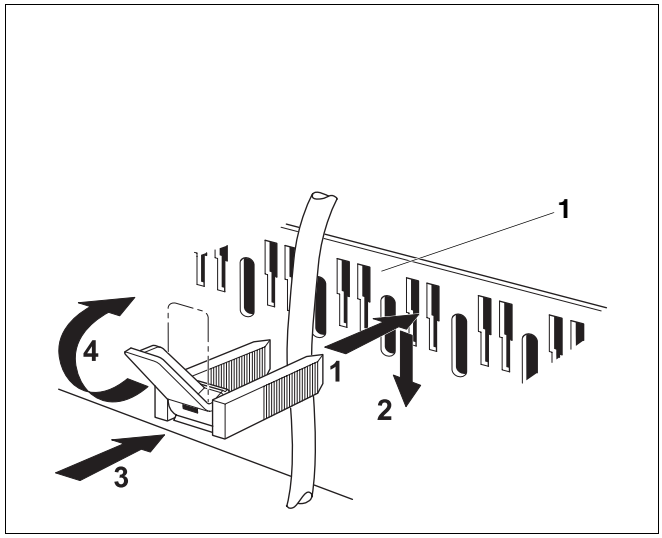

Rys. 13 Przymocowanie przewodów opaskami
- Włożyć obejmę z ułożonym przewodem od góry w wycięcie ramy (rys. 13, **poz. 1**); dźwigienka musi być przy tym skierowana do góry (rys. 13, krok **1**).
- Obejmę kabla przesunąć do dołu (rys. 13, krok **2**).
- Docisnąć obejmę (rys. 13, krok **3**).
- Przełożyć dźwigienkę do góry (rys. 13, krok **4**).